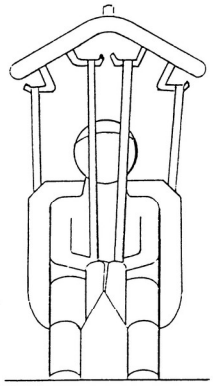

Abb.1
- Die Gurte des Rückenteils werden nun in die äußeren Haken des Drehbügels eingehängt **(Abb. 1).**